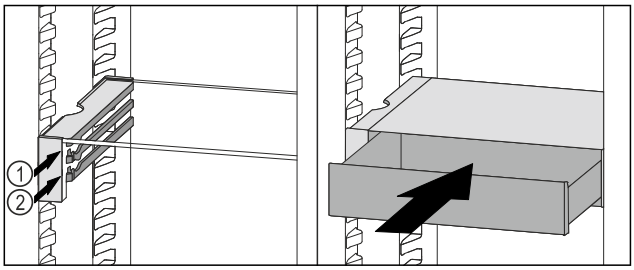

Fig. 93
▶ Așezați sertarul VarioSafe în spatele opritoarelor pe nervura dorită *Fig. 93 (1)* sau *Fig. 93 (2)*.